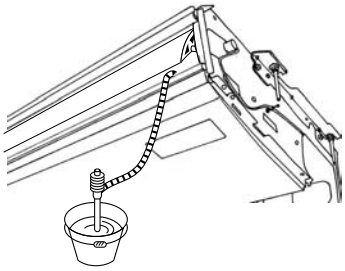

Fig. 5-3
5. Vérifier que le système d'évacuation est correct. (Fig. 5-3)